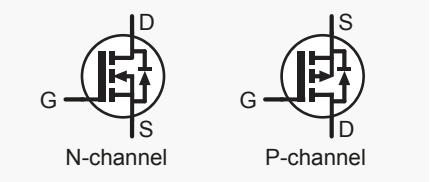

Rysunek 8. Symbole MOSFET-ów mocy pokazujące diodę pasożytniczą
Dokładnie rzecz biorąc MOSFET ma cztery końcówki – czwarta to podłoże lub półprzewodnik objętościowy (B), w którym tranzystor jest wytworzony. W wielu przypadkach (szczególnie w elementach dyskretnych) podłoże i źródło są zwarte w obrębie wytworzonej struktury elementu, więc istnieją tylko trzy zewnętrzne końcówki. Połączenie masowe jest reprezentowane przez linię ze strzałką w środku elementu, która łączy się ze źródłem. Rysunek 8 przedstawia symbol MOSFET-a mocy, który zawiera diodę „body" (po prawej stronie), która jest nieodłączną częścią struktury MOSFET-a. Dioda ta nie zawsze jest uwzględniana w symbolu, ale jest istotna w niektórych układach przełączania mocy.